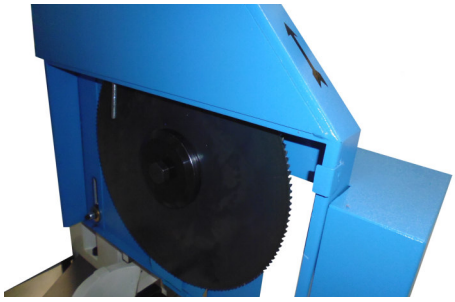

Abb. 15: Motordrehrichtung überprüfen
Schritt 3: Das Sägeblatt aufsetzen. Dabei auf die richtige Position der Verzahnung achten! Drehrichtung siehe Pfeil auf dem Sägeblatt-Schutz [Abb. 15].
Schritt 4: Das Sägeblatt aufsetzen. Dabei auf die richtige Position der Verzahnung achten! Drehrichtung siehe Pfeil auf dem Sägeblatt-Schutz [Abb. 15].